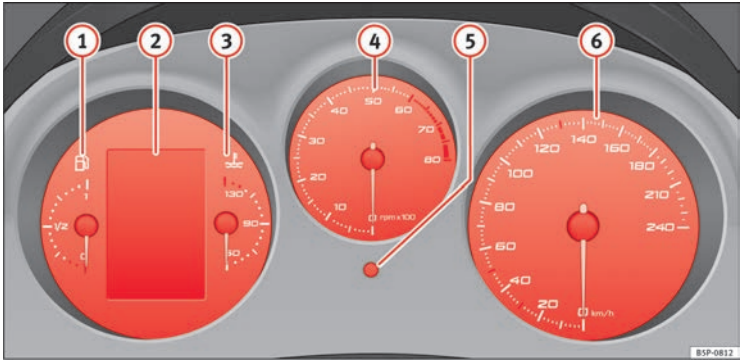

Fig. 34 Dettaglio della plancia portastrumenti: quadro strumenti
Quando la lancetta del contagiri entra nel settore rosso ⇒ fig. 34 (4), significa che il motore, rodato e caldo, ha raggiunto il numero di giri massimo per la marcia inserita. Si consiglia quindi, prima di raggiungere tale settore del contagiri, di passare alla marcia immediatamente superiore o di mettere la leva selettrice nella posizione D (in vetture provviste di cambio automatico) oppure di ridurre la velocità.
– Ruotando il pomello di regolazione ⇒ fig. 34 (5) verso destra, fino al primo “clic”, si regolano le ore. I numeri dell'ora lampeggeranno. Per modificare l'ora, premere il pulsante. ▶